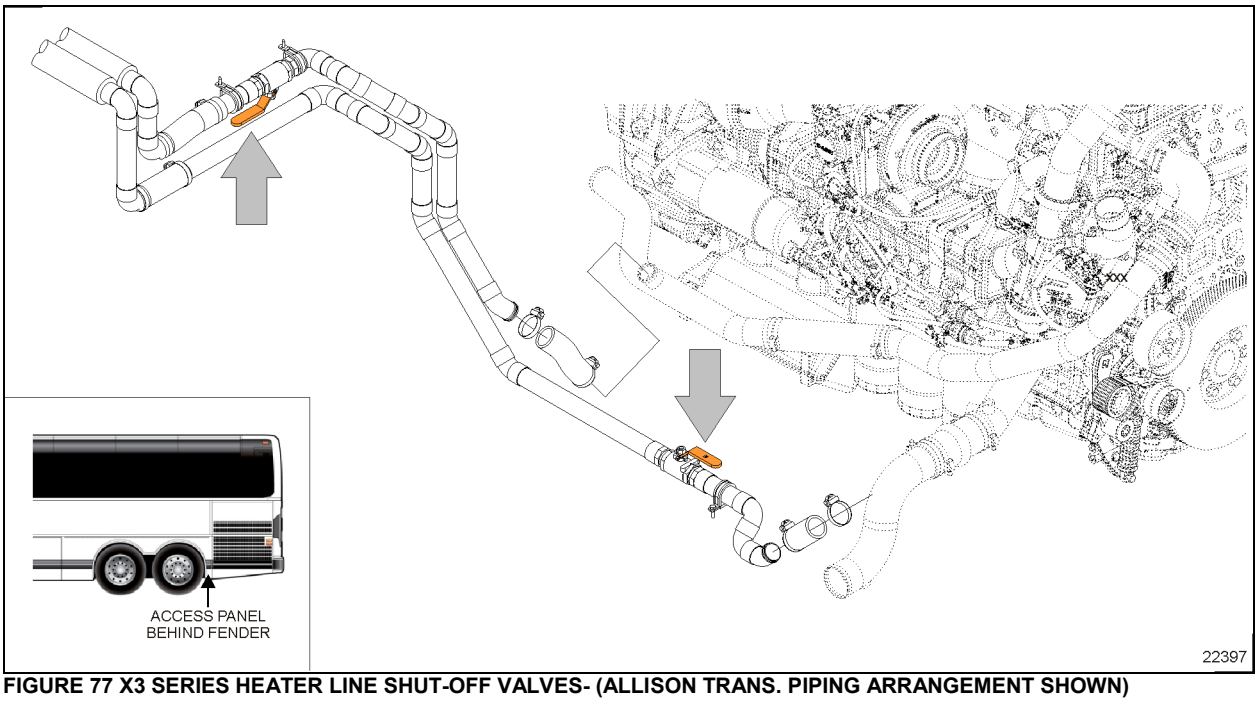
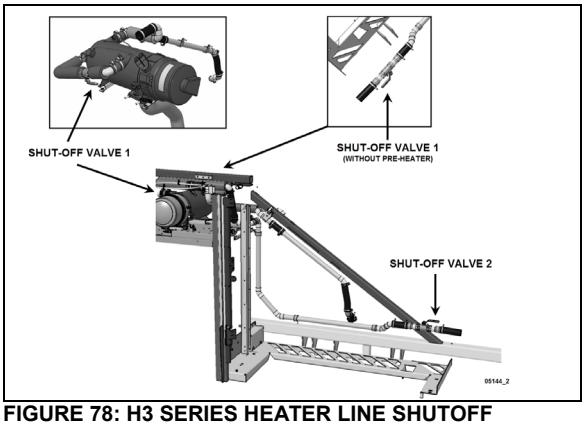

FIGURE 77 X3 SERIES HEATER LINE SHUT-OFF VALVES- (ALLISON TRANS. PIPING ARRANGEMENT SHOWN)
FIGURE 78: H3 SERIES HEATER LINE SHUTOFF VALVES 05144
3. Close the hot water lines shutoff valves located next the engine on street side (see Figure 77 or Figure 78).
2. Close both heater line shutoff valves (Figure 77 or Figure 78). One is located in the engine compartment, lower road side, near the radiator while the other one is located behind the L.H. hinged rear fender near the preheater.